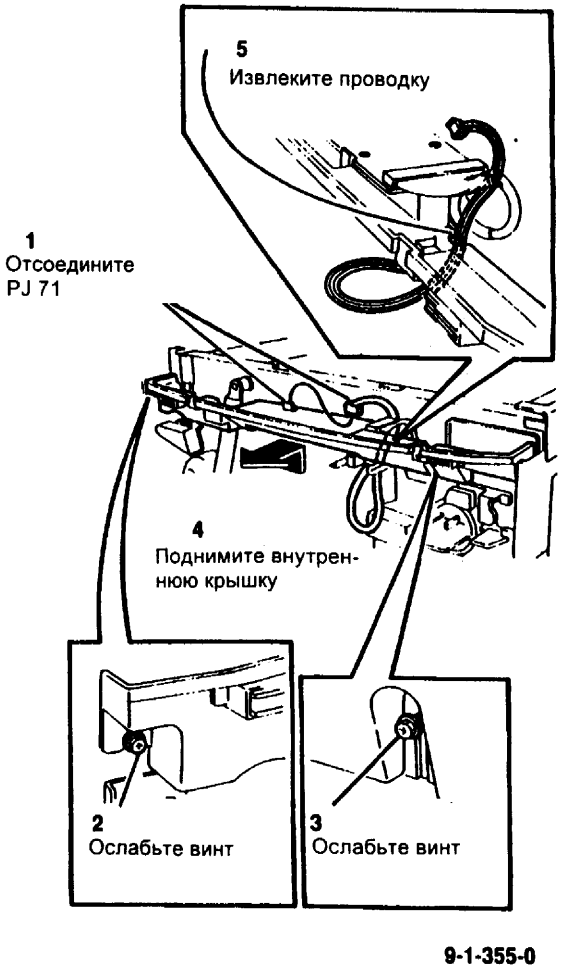

Рис. 2 Извлечение проводки
6. (Рис. 2) Извлеките проводку.